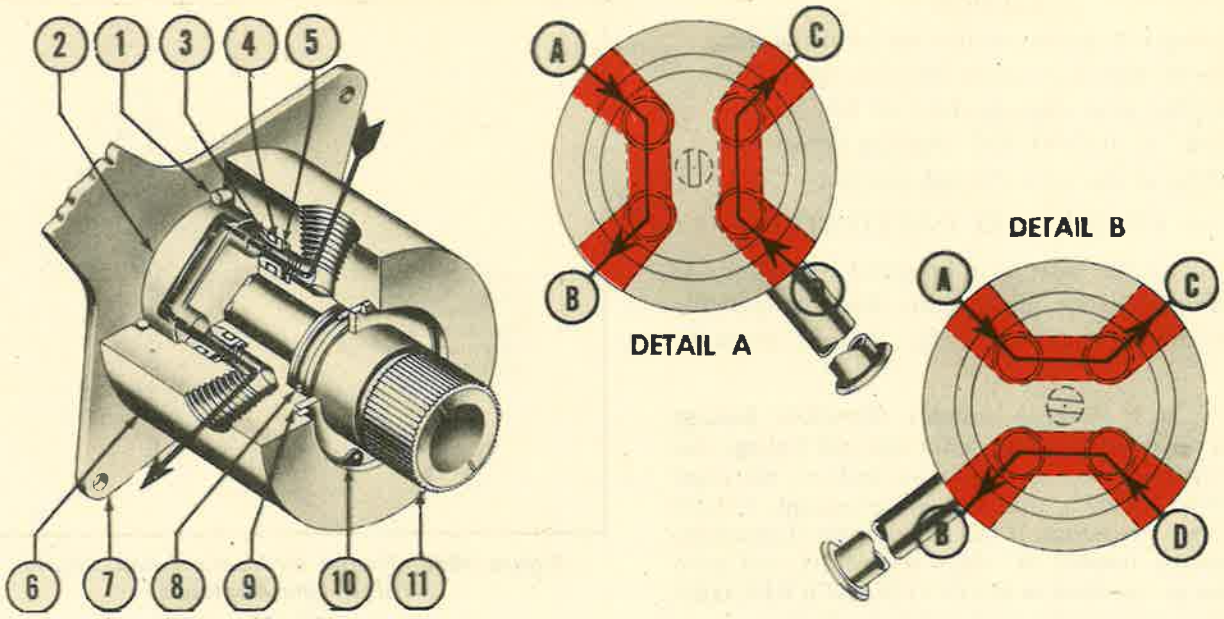

Figure 366A—Engine-Driven Hydraulic Pump Selector Valve Assembly—Late Airplanes
(c) HYDRAULIC PUMP SELECTOR VALVE —LATE AIRPLANES. *(See figure 366A.)*
a. The valve may be tested for leakage as outlined in tabulation under figure 366A, by applying pressure from a hand or motor operated hydraulic pump.